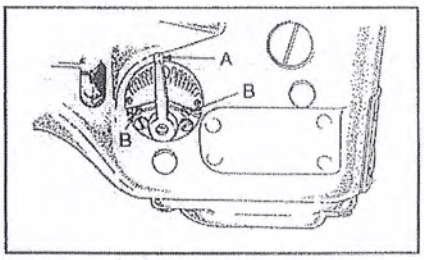

FIG.19
The amount of differential is controlled by lever(A,Fig.19).The adjusting plate is numbered from 1to 9.When the lever is set from numbers 1 to 4 reverse differently or stretching occurs. The numbers from 4 to 5 produce equal feed stitching while numbers 5 to 9 produce a gathering stitch.Screws (B)can be set to limit the movement of lever(A) or lock lever in one position. If top ply of material is coming out long, move lever toward operator,if top ply is short ,move lever away from operator,as required.